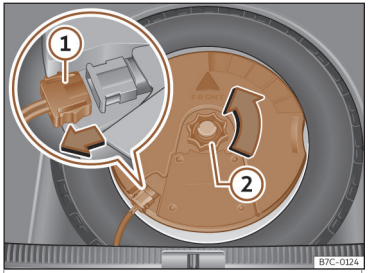

Fig. 224 En el maletero: desmontar el subwoofer.
- Desconecte el cable del altavoz *subwoofer* >>> fig. 224 ①.
- Gire la ruedecilla de fijación en sentido contrario a las agujas del reloj>>> fig. 224 ②.